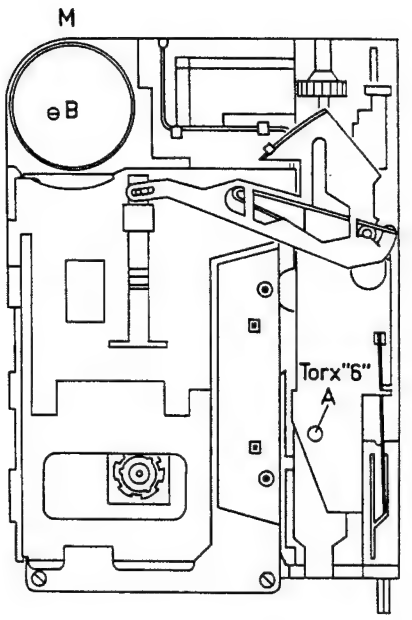

Fig. 14 38508B12
- Die Geschwindigkeit lässt sich mit Schraube B (Bild 14) einstellen.